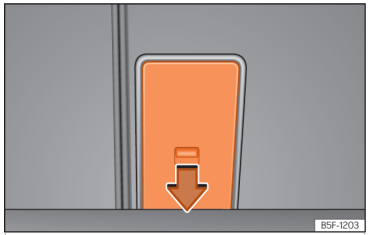

**Fig. 195** In the boot: opening the tailboard.
**The tailboard can also be opened from the luggage compartment. To do so, press the release lever down, in the direction of the arrow, and the cover upwards ›››** Fig. 195.